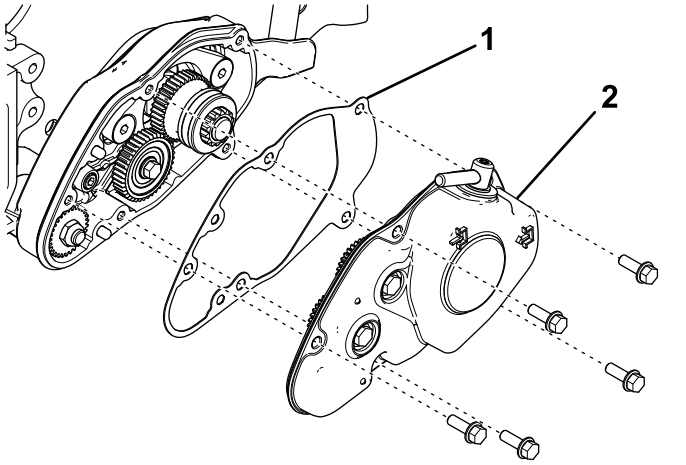

Figur 1
3. Fjern trimsatshusdekselet og pakningen (Figur 1).